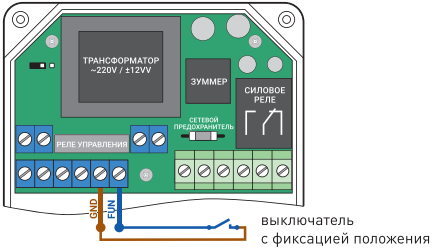

Рис. 7 Схема подключения переключателя с фиксацией положения
5.4 Рис. 7. Схема подключения к блоку управления переключателя (выключателя) с фиксацией положения. Переключатель служит для ручного дистанционного открытия/перекрытия водоснабжения. При нажатии на переключатель (положение «ВКЛ»)– подача воды перекроется шаровым электроприводом. При нажатии на выключатель (положение «ВЫКЛ») – подача воды откроется шаровым электроприводом.